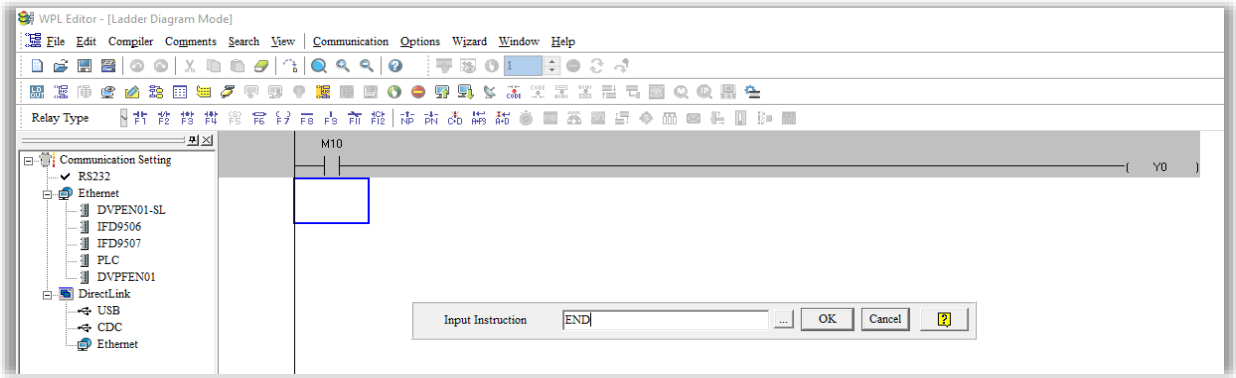

Figure 15-16
Step 4. Press ENTER key, and then an I**nput Instruction** window appears. Type “END” in the field, and then click **OK**, as Figure 15-16, 15-17 shows.